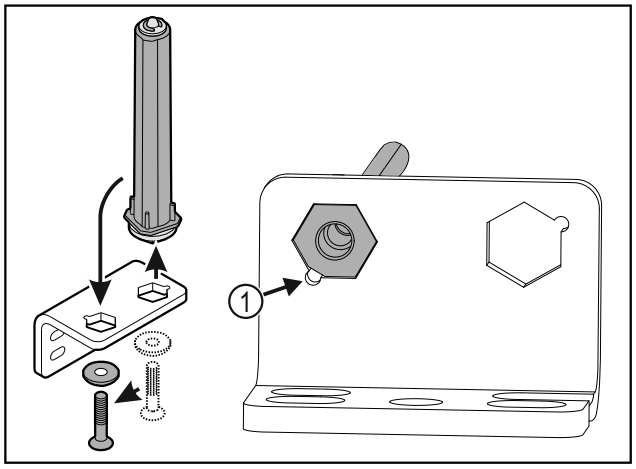

Fig. 27
▶ Aveți în vedere ca la introducere, teșitura bolțului *Fig. 27 (1)* să fie orientată spre orificiul rotund.